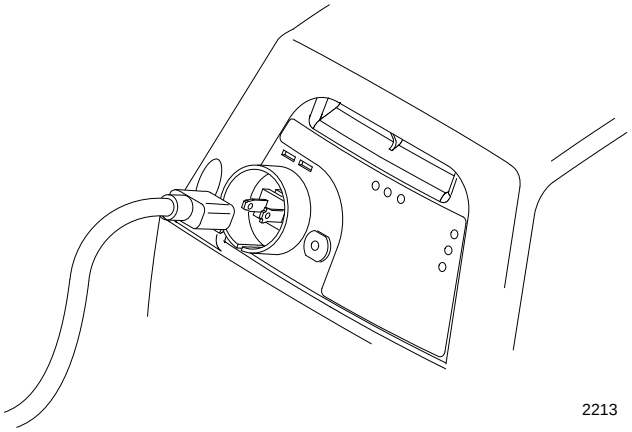

Figure 15
7. Insert extension cord receptacle onto mower plug (Fig. 15).